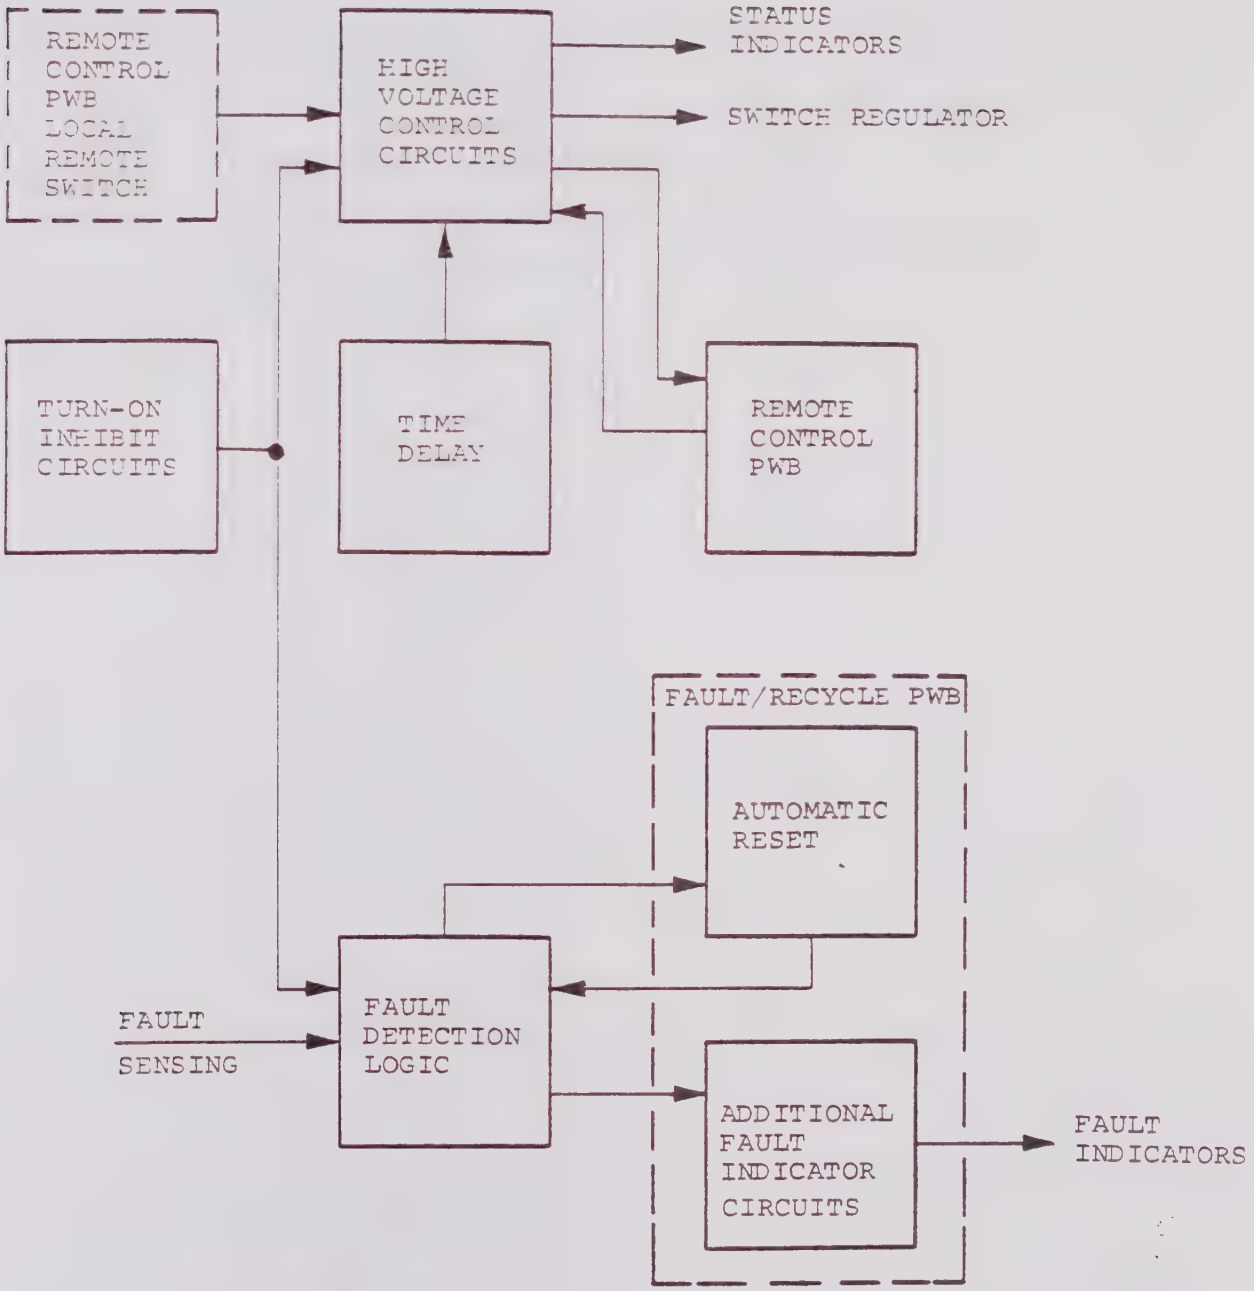

FIGURE 5-11 LOGIC PWB FUNCTIONS
5.2.7.1 General. The logic circuits provide the control, monitoring and protection of the TWTA. A functional block diagram of the Logic PWB is presented in Figure 5-11.